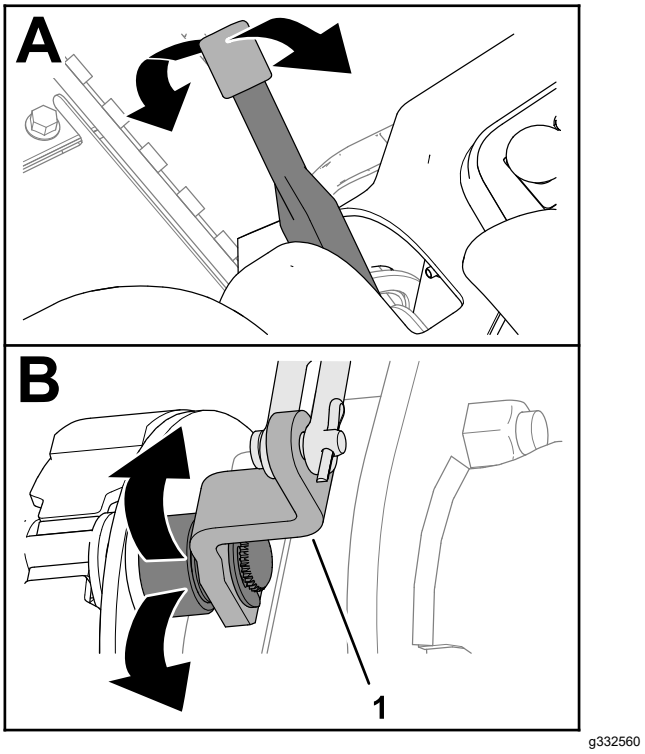

Figur 71
2. Flytt parkeringsbremsen opp og ned for å sjekke at spaken for bremskamspaken beveger seg fritt (Figur 71).